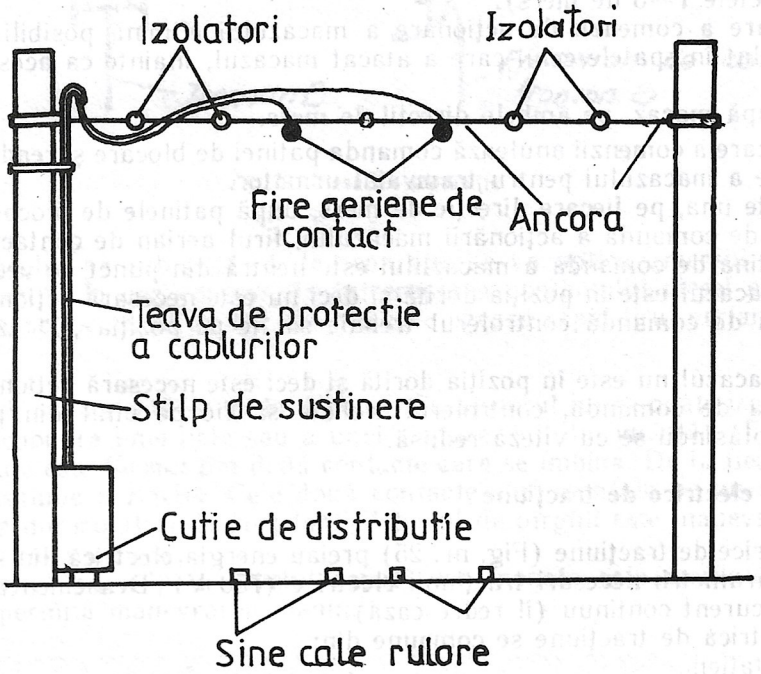

*Fig. 26.* Alimentarea cu energie electrică a firului aerian de contact
- rețeaua de cabluri care alimentează tronsoanele rețelei aeriene de contact cu energie debitată de substațiile de tracțiune (curent continuu la tensiunea de 750 V), reprezentată schematic în Fig. 26.